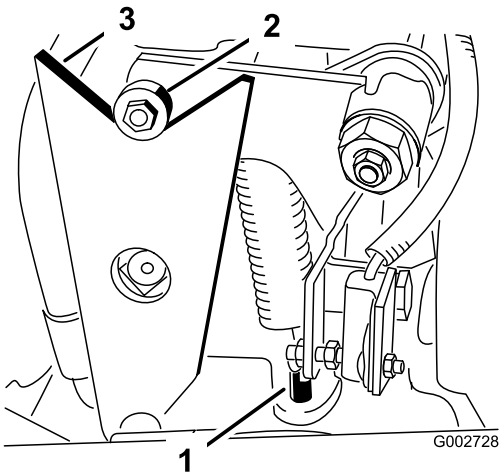

Figur 41
- Hvis hjulene roterer i rette retning, skal du stoppe motoren og justere fjederjuseringsmøtrikken (Figur 41). Justering af traktion til neutral position. Se Justering af traktionsdrevet til neutral.